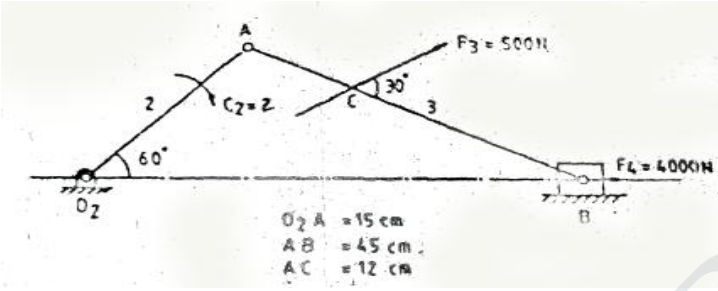

Fig.11(a)
11. a) Refer Fig.11 (a). Determine the couple on a crank 2 to be applied for equilibrium of the system, when a force of 500 N acts on the connecting rod at point C as shown. Also determine the resultant of forces exerted on the frame of the engine. (16)